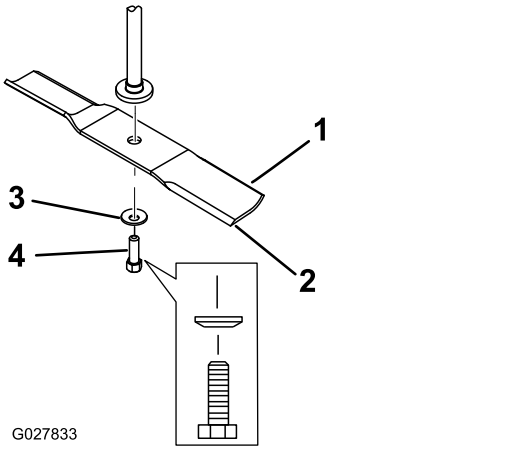

Figur 61
2. Avlägsna knivskruven, den böjda brickan och kniven från spindelaxeln (Figur 61).
1. Montera kniven på spindelaxeln (Figur 61).
2. Montera den böjda brickan (den kupade sidan mot kniven) och knivskruven (Figur 61).